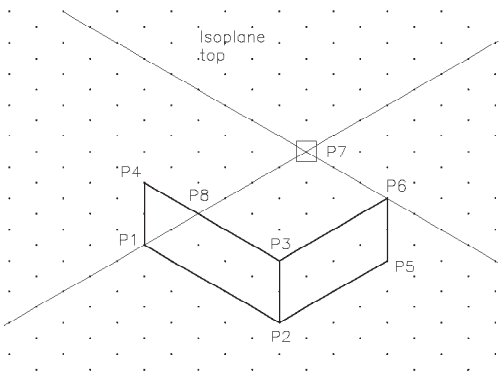

Figure 19-11 *Drawing the top face*
4. Change the isoplane to the isoplane top by pressing the F5 key. Invoke the **Line** tool and draw the lines, refer to Figure 19-11.